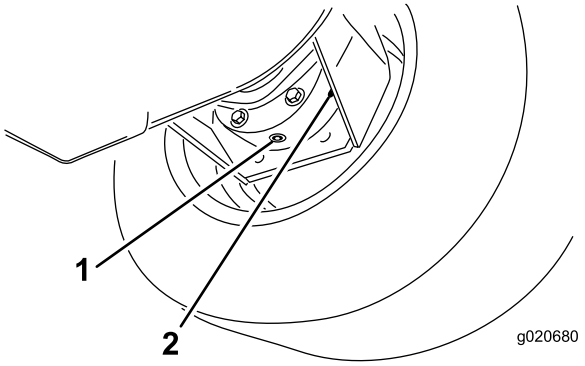

Figur 59
3. Placer en drænbakke under bremsehuset, fjern aftapningsproppen og dræn for olie (Figur 59).